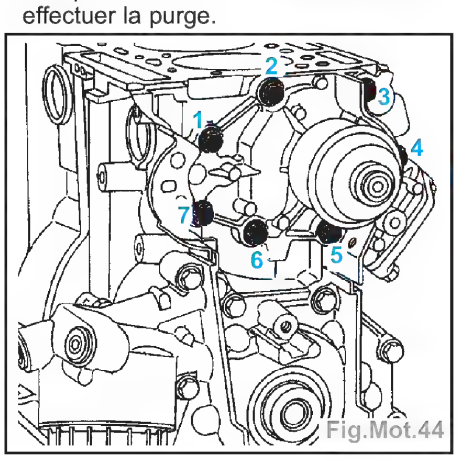

Fig.Mot.44
- Serrer les vis de la pompe à eau à 0,9 daN.m dans l'ordre préconisé (Fig.Mot.44).